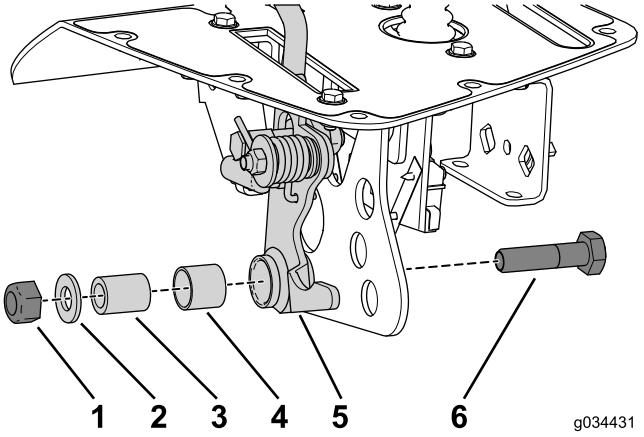

Figuur 22
2. Gebruik de borgmoer, platte ring, afstandsbuis en bout die u eerder verwijderd hebt om de handgreep aan de beugel te bevestigen (Figuur 22).